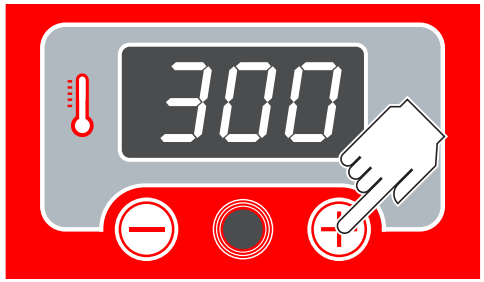
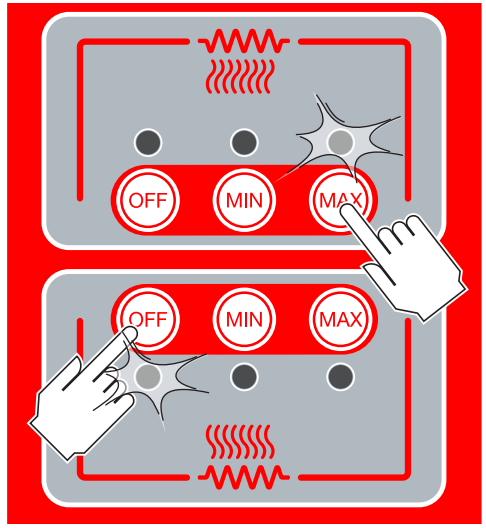

Abb. 6
Abb. 7
▶ Abb. 6
▶ Abb. 7
- einen Backvorgang mit den gewünschten Parametern einstellen (▶ Abb. 6 - Abb. 7)